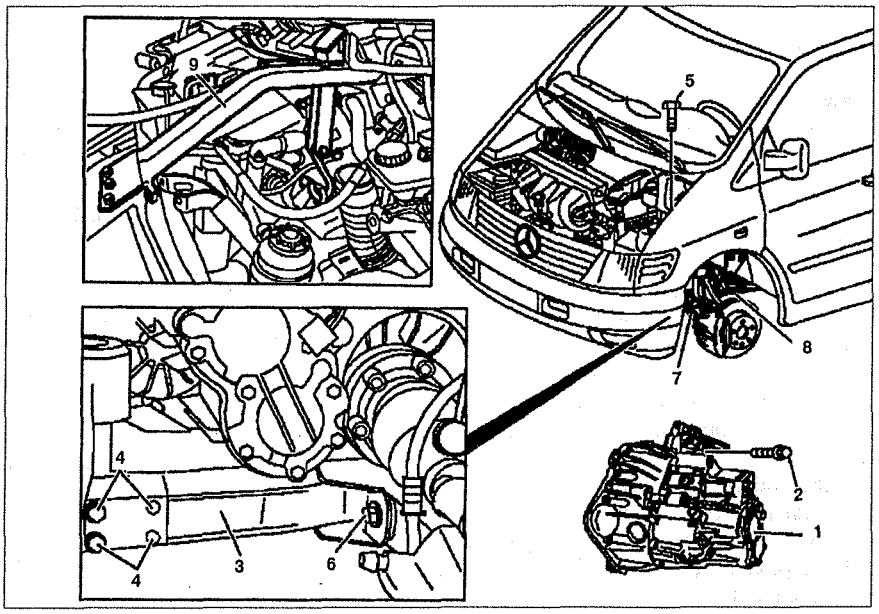

Рис. 6.9. Снятие и установка коробки передач (автомобили с двигателем 611.980):
31. Отсоединяйте левую вилку **7** в области продольной балки **3** от подрамника до тех пор, пока резиновая втулка **8** не отсоединится от шкворня (см.рис.6.9).